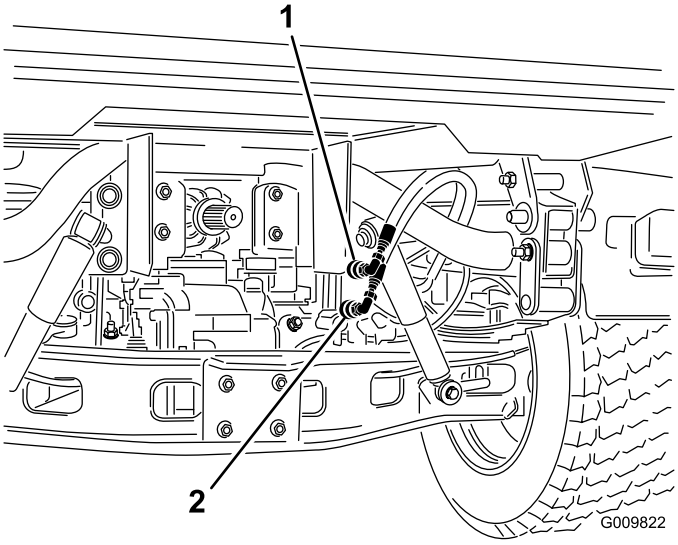

Figur 75
2. På begge køretøjer: Kobl de to lynkoblingsslanger fra slangerne, der er fastgjort på koblingsholderen (Figur 75).